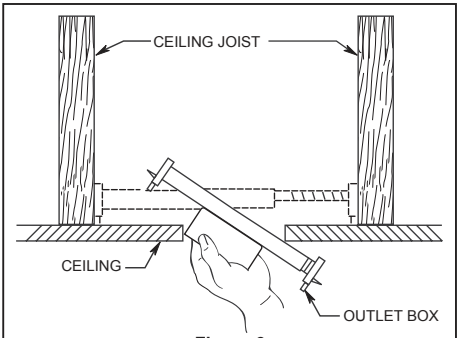

**Figure 3**
**Deep box with brace (Figure 3)**